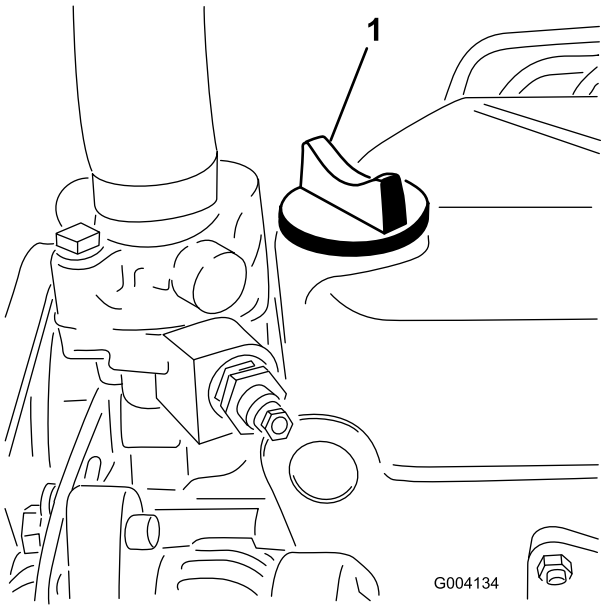

Figur 28
5. Hvis olieniveauet er under Full-mærket, skal du fjerne påfyldningsdækslet (Figur 28) og fylde olie på, indtil niveauet når Full-mærket på målepinden.